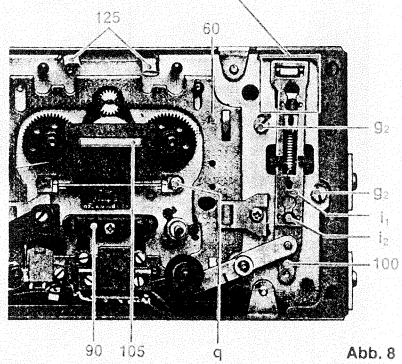
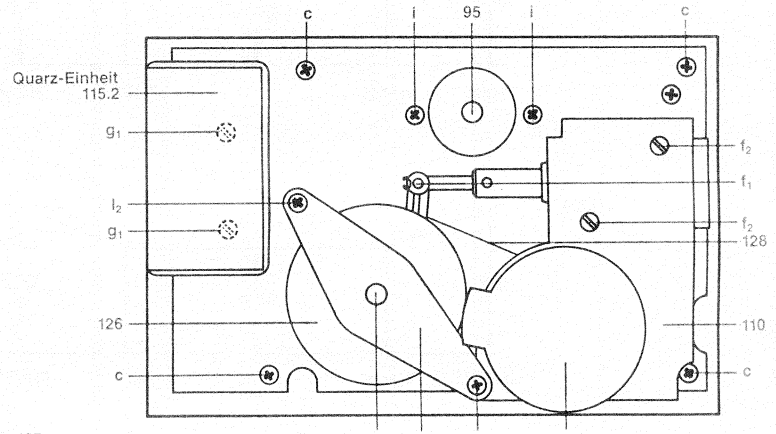

Abb. 8
Abb. 16
- Kopfschlittenmagnet **110** (Abb. 16) so verschieben, daß der Kopfschlitten **60** (Abb. 8) am Fixierbock **90** (Abb. 8) gerade anliegt
- 2 Schrauben g_2 (Abb. 8) herausdrehen
- 2 Schrauben g_2 lockern (Abb. 8)
1. Bei Geräten mit 2 Andruckfedern **125** (Abb. 8):
16. Schwungscheibe wechseln (Abb. 16)
17. Riemen wechseln (Abb. 16)
18. Axialspiel der Tonwelle (Abb. 16)
- Schraube **q** (Abb. 8) herausdrehen.
- Lichtkeil **105** (Abb. 8) abnehmen.
(Abb. 8) Andruckrollenbohrung; Gleitstellen am Andruckrollenhebel **100** und Gelenke am Kopfschlitten-Magnet **110** (Abb. 16)
Kopfschlittenkugeln, deren Gleitstellen und das Widerlager **132** (Abb. 16)